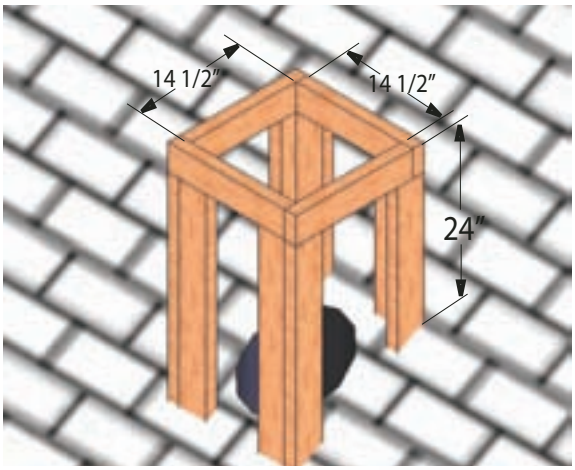

Figure 11. *Chase box dimensions.*
Step 1: Construct a chase box around the vent penetration with interior dimensions of 14 1/2" x 14 1/2" x 18" minimum in height, see ***Figure 11.***